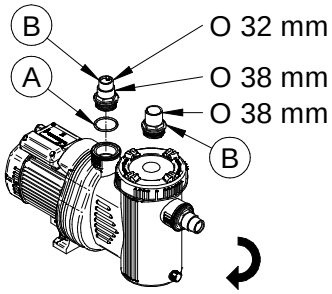

Fig. 23
1. Position the O-rings (Fig. 23, # A) on the rubber holder (Fig. 23, # B).
2. Screw the two rubber holders in (Fig. 23) on the *inlet* and *outlet* side of the *pump.*